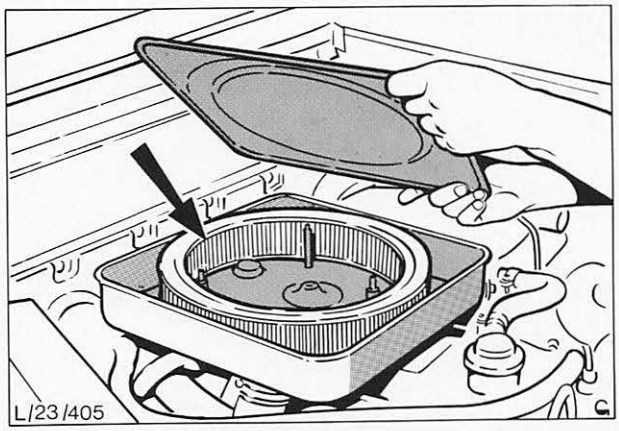

Abb. 27 Ausbauen des Filterelements
3. Drei Muttern entfernen, Filterdeckel abnehmen und Element herausnehmen (vgl. Abb. 27).